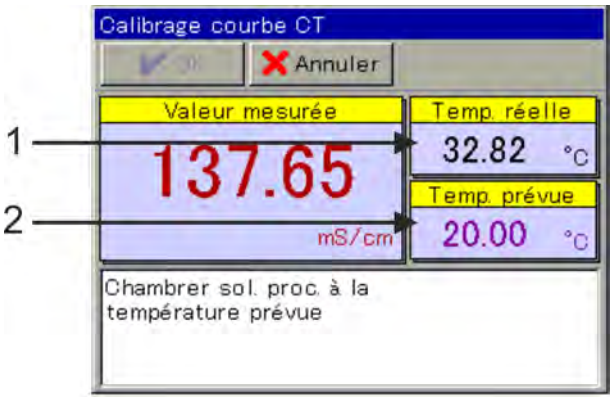

Fig. 72: Étalonnage de la courbe CT
3. L'une après l'autre, ramenez la température de la solution de mesure aux valeurs de consigne demandées. Six températures sont demandées. (Voir Fig. 72 .)